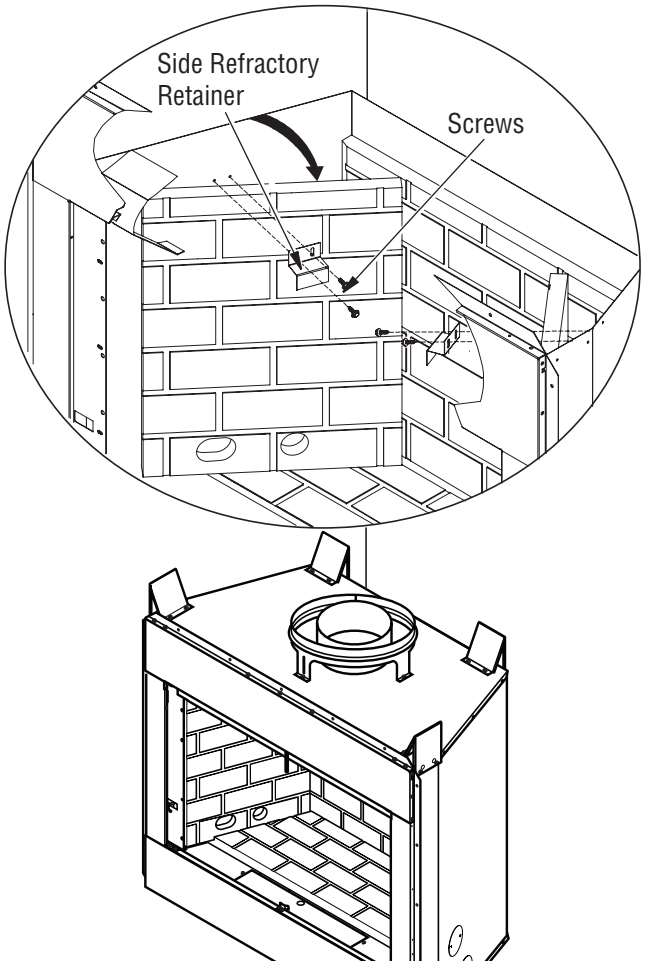

Figure 3 - Removing Side Brick Panels
5. Remove 2 hex screws holding side brick retainers located near top of firebox on each side. Retain screws and brackets for later reinstallation (see Figure 3).
6. Remove side refractory panels by angling out one side panel first, followed by rear panel, and then remaining side panel. This will prevent rear panel from dropping and possibly causing injury (see Figure 3).